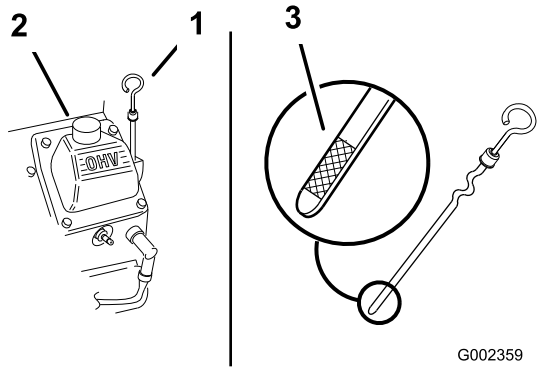

Figuur 20
3. Maak de omgeving van de peilstok (Figuur 20) schoon, zodat er geen vuil in de vulopening kan komen, wat in motorschade kan resulteren.
4. Verwijder de peilstok en veeg het uiteinde schoon (Figuur 20).
5. Peilstok helemaal in de vulbuis schuiven, niet vastdraaien in de buis (Figuur 20).
6. Giet ca. 80 % van de gespecificeerde hoeveelheid olie langzaam in de vulbuis (Figuur 20).